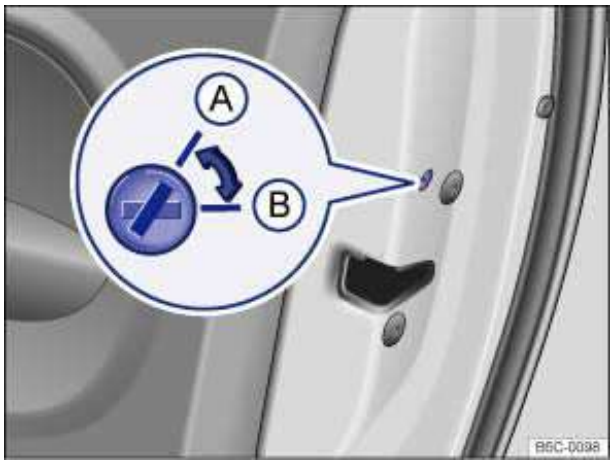

Fig. 131 On the edge of the passenger door: A unlocked,△locked.
- Insert the key bit into the slot and turn to the locked position ⇒fig. 131 (B).